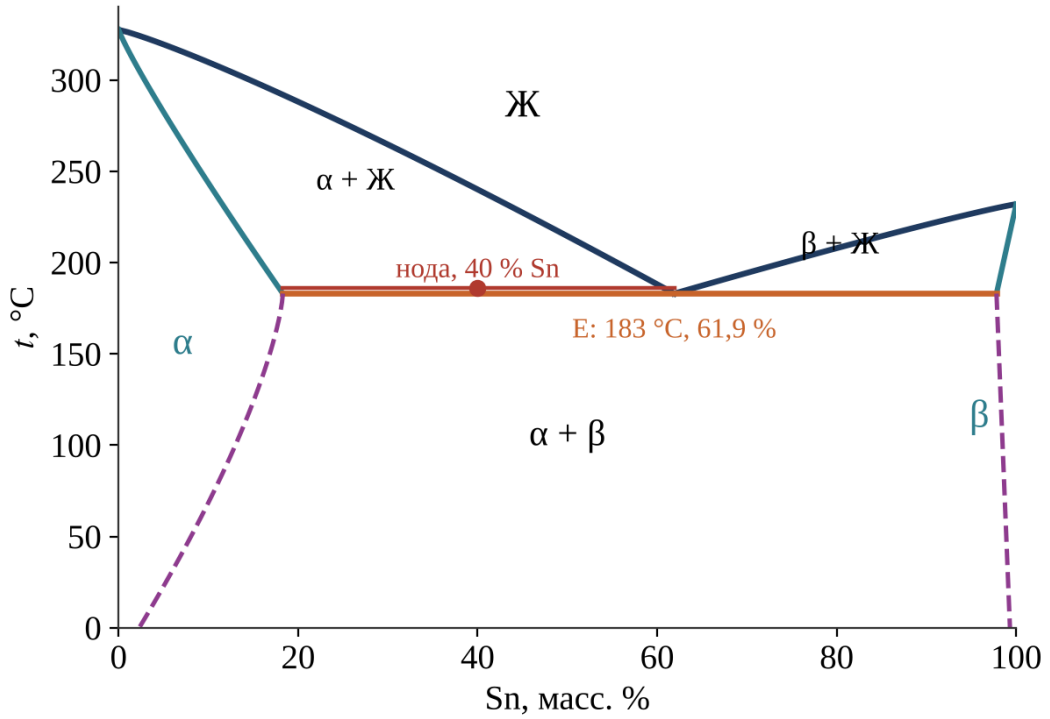

Рис. 2. Диаграмма Pb–Sn (схема по справочным данным): ограниченные твёрдые растворы α и β, эвтектика E
- **Эвтектический тип** (рис. 2, Pb–Sn; также Ag–Cu): Ж ⇄ α + β при T_E.